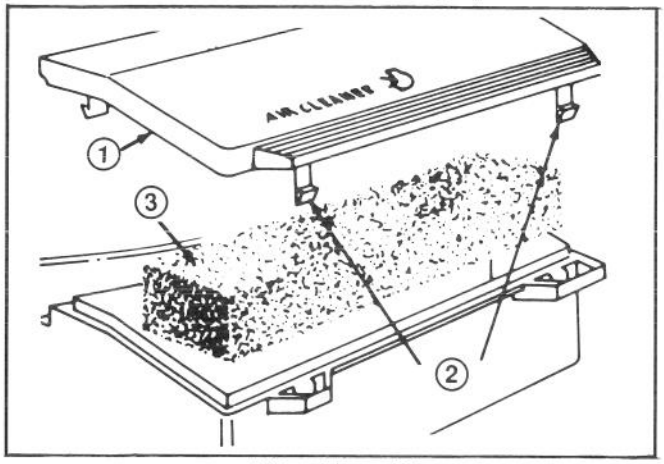

Afbeelding 16
2. Druk de sluitingstabs naar binnen en licht het deksel van het luchtfilter (Afb. 16). Maak het deksel grondig schoon.
3. Wanneer de bovenkant van het schuimelement vuil is, het uit het luchtfilter verwijderen (Afb. 16) en grondig reinigen.